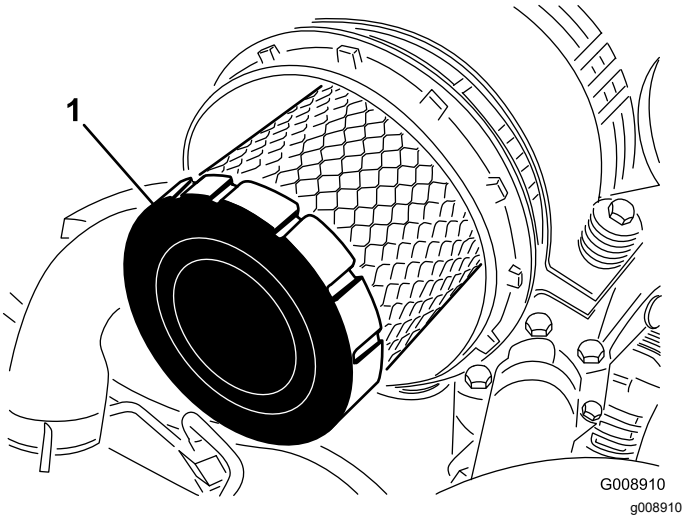

Figuur 91
4. Verwijder het voorfilter (Figuur 91).